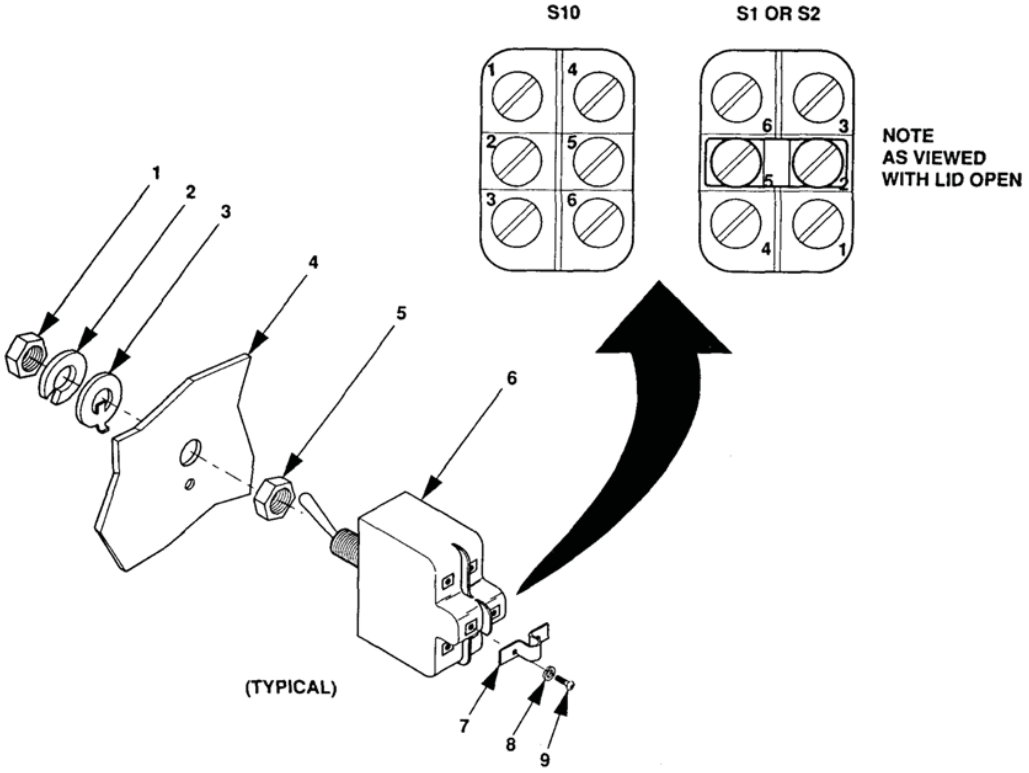

Figure 1. Toggle Switch.
1. Tag wires connected to terminals of switch to be replaced and remove screws (WP 0022, Figure 1, Item 9), flat washers (8), and conductor bus (7).
2. Remove hex nut (1), lockwasher (2), locking ring (3), and switch 6.